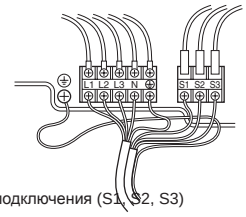

Fig. 6-2
## 6.1. Наружный прибор (Fig. 6-1, Fig. 6-2)
① Снимите защитную панель.
② Подсоедините кабели, как указано на Fig. 6-1 и Fig. 6-2.